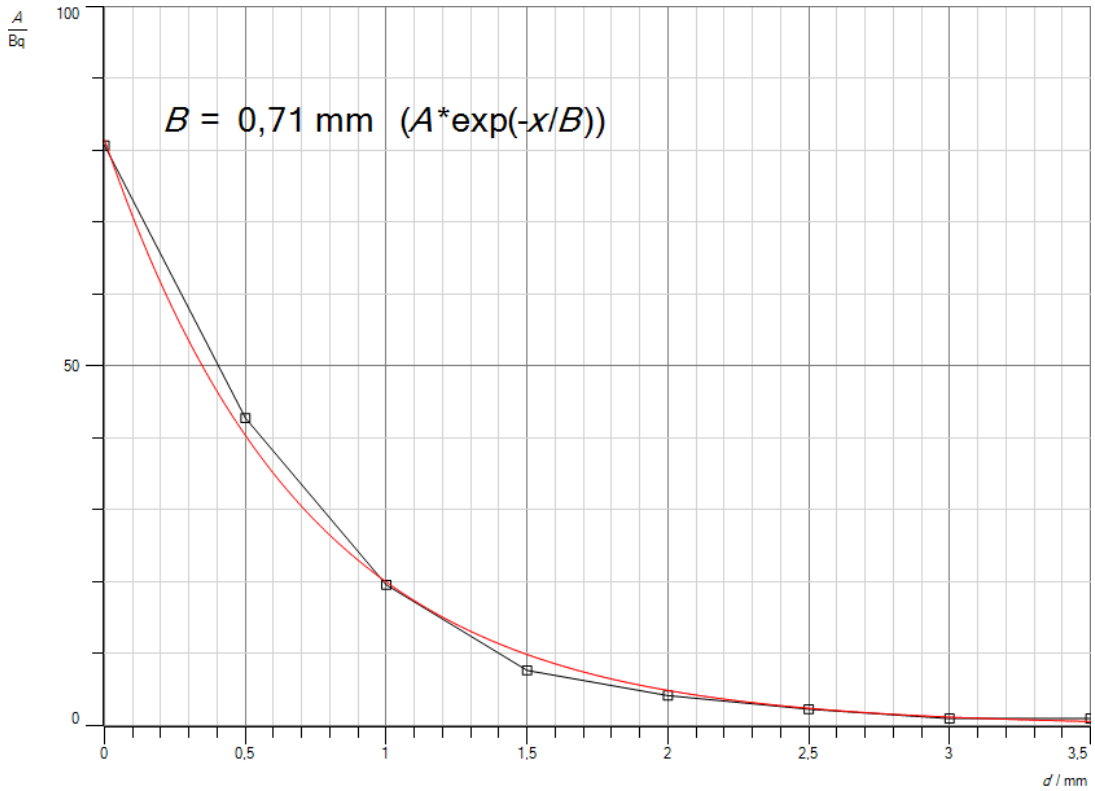

Abb.4: Auswertungskurve
a. Man erhält mit cassy das Diagramm in Abb. 4.